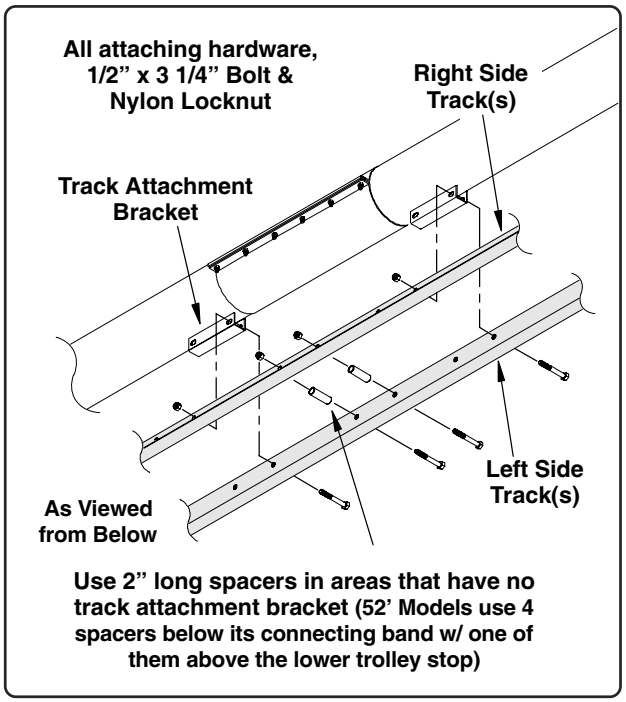

Fig. 22
When installing the track sections you will note that some of the track mounting holes will not have any mounting brackets on the housing in which to attach to. These areas will generally be located under the connecting bands, use the 2" long spacers in these locations (the spacers will be positioned between the tracks as shown in Fig. 22.
2. Align the track mounting holes with the mounting brackets welded to the bottom side of the auger tubing. Secure the tracks to the mounting brackets using 1/2" x 3 1/4" bolts and nylon locknuts (use the 2" spacers in the locations that have no mounting brackets as shown in Fig. 22, these locations are generally beneath the connecting bands).